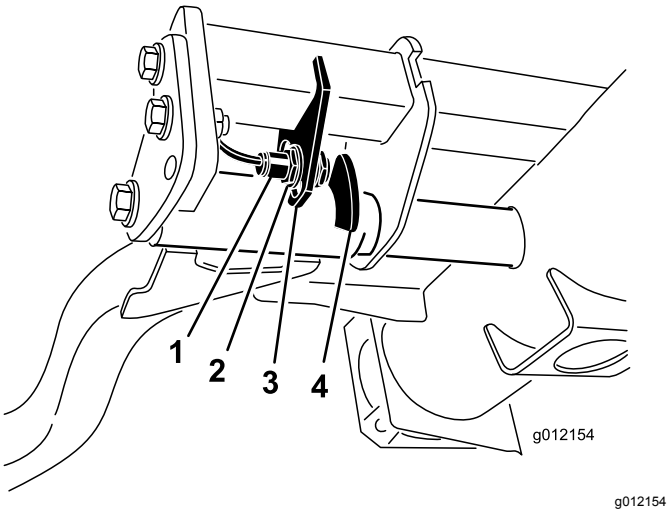

Figuur 36
2. De schakelaar van de hefarm bevindt zich onder de hydraulische tank achter de hefarm rechts voor (Figuur 36).
3. Draai de bevestigingsschroeven van de schakelaar los en zet de schakelaar lager om de draaihoogte van de hefarm te verhogen of hoger om de draaihoogte te verlagen (Figuur 36).